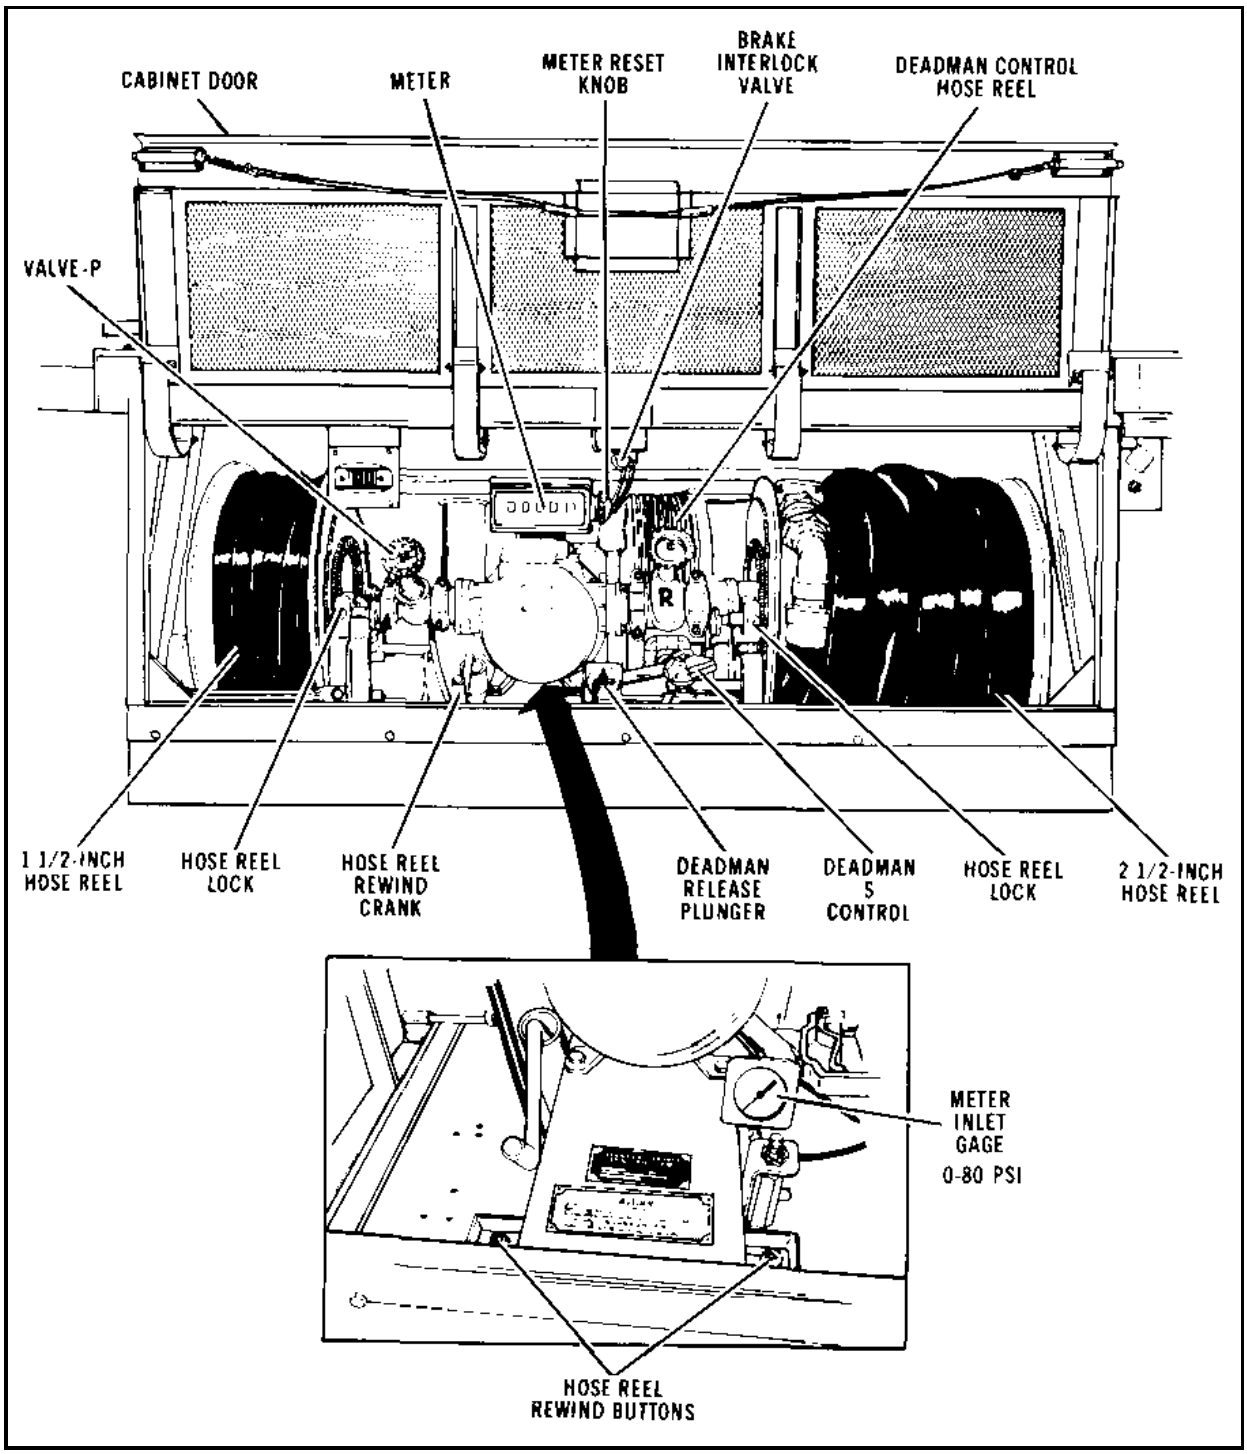

Figure 24-23. Hose reel cabinet of M970 tank semitrailer
- Tank body and equipment**.** In addition to the equipment on the M967, the M970 has special-purpose equipment required for overwing and underwing aircraft refueling. This equipment is mounted on the sides of the vehicle. A filter/separator, a pump and engine compartment, the engine's fuel tank, a landing gear crank, an emergency shutoff valve, a hose trough, and a battery compartment for two batteries are on the curbside of the vehicle. A hose trough, a portable grounding rod, a ground board, a toolbox, a piping assembly, a control panel, the manifold valving, and a hose reel cabinet as shown in Figure 24-23, page 24-21, are on the roadside of the vehicle.